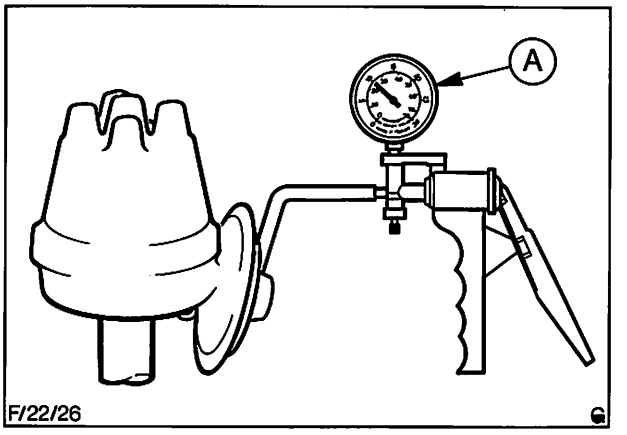

Abb. 39 Vakuumpumpe an Verteiler anschließen
a) Vakuumpumpe direkt an den Zündverteiler anschließen, Abb. 39.